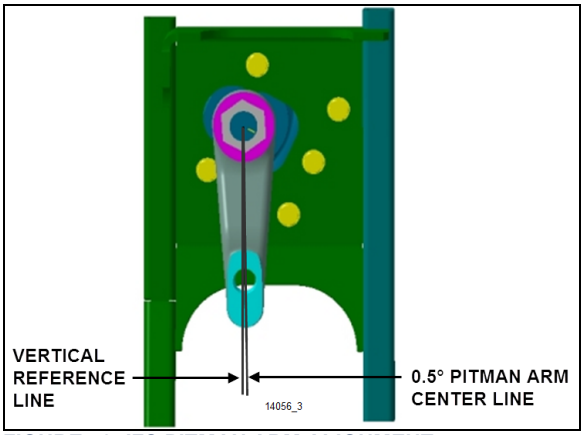

**FIGURE 42: IFS PITMAN ARM ALIGNMENT**
4. Check that the angular relationship of the pitman arm to the steering gear is as shown in Figure 42.